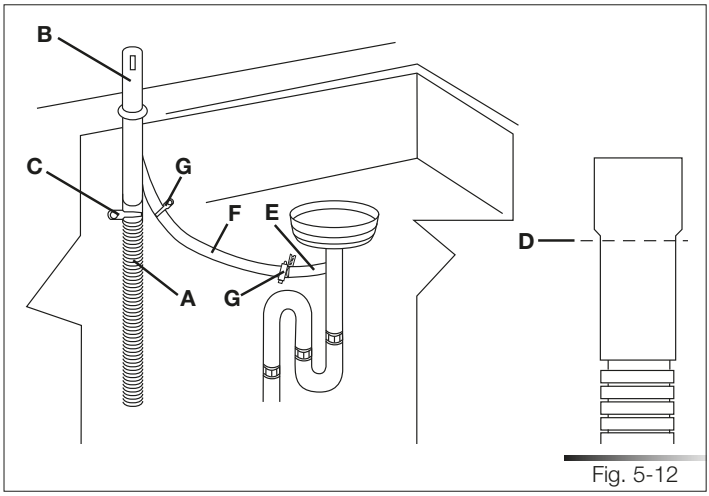

Fig. 5-12
1. Conecte el tubo de evacuación del lavavajillas (ref. A fig. 5-12) al hueco de aire (ref. B fig. 5-12) mediante la amplia abrazadera de muelle (ref. C fig. 5-12); si es necesario, corte el extremo del tubo de evacuación del lavavajillas (ref. D fig. 5-12) (no corte la sección ondulada). Si se ha cortado el tubo de evacuación, utilice una abrazadera de destornillador* de 38 a 50 mm (de 1-1/2 a 2").
2. Para conectar el hueco de aire (ref. B fig. 5-12) al empalme en "T" (ref. E fig. 5-12) del circuito de evacuación, utilice un empalme de goma* (ref. F fig. 5-12) con abrazaderas de muelle o de destornillador* (ref. G fig. 5-12).